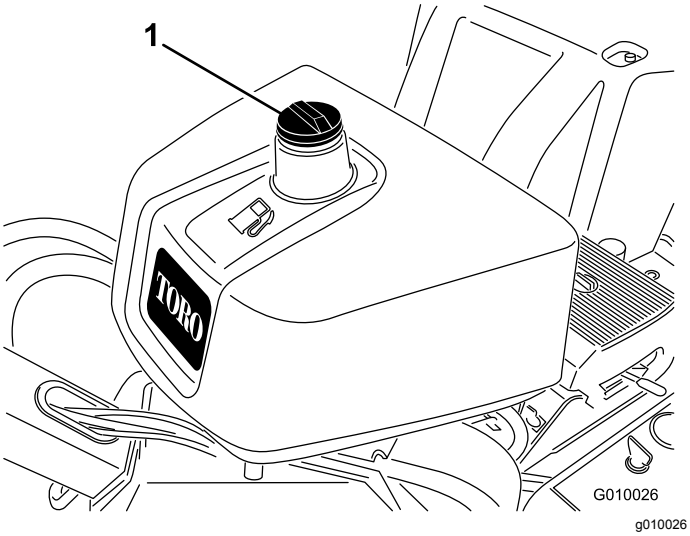

Figuur 17
2. Reinig de omgeving van de tankdop en verwijder deze (Figuur 17).